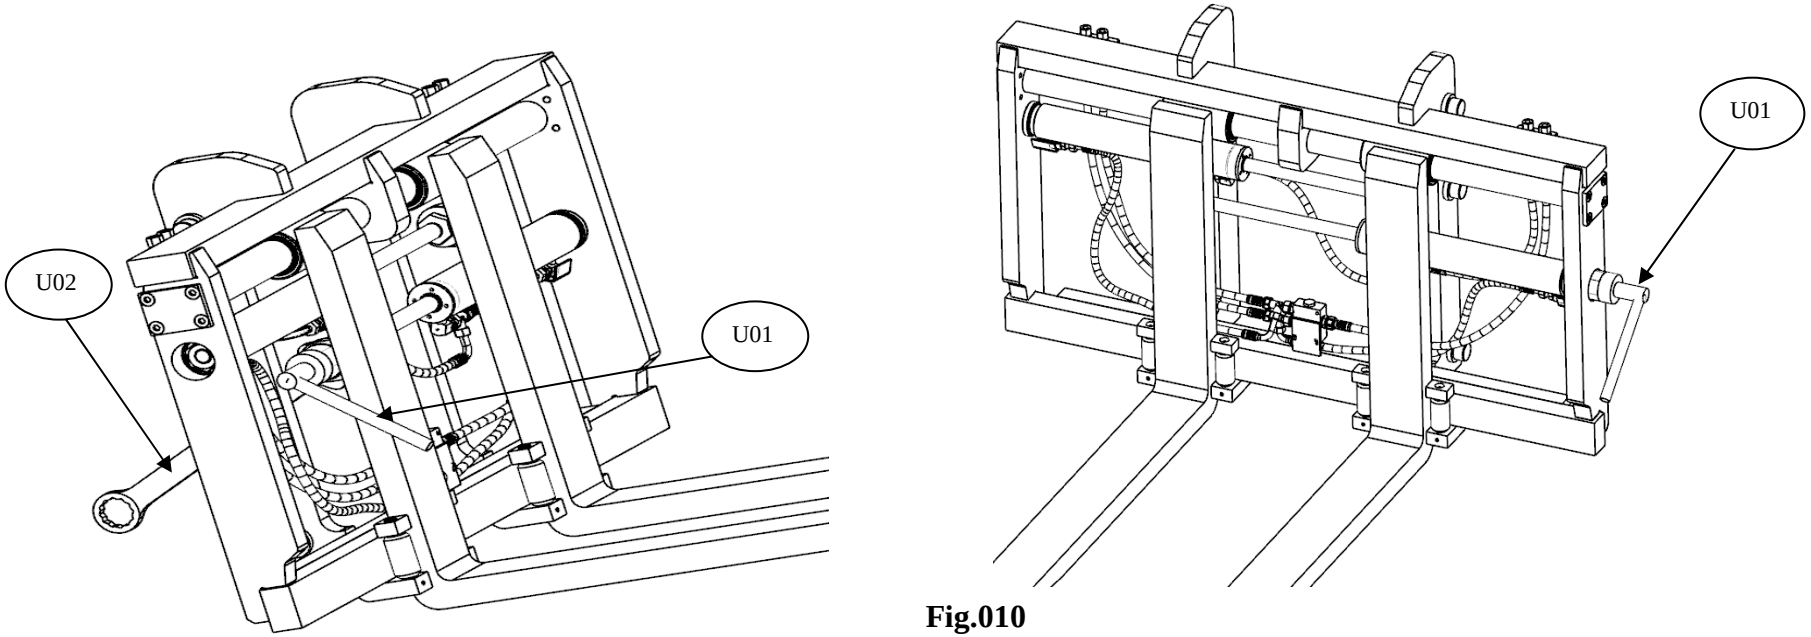

Fig.010
4.3.3 Disassembly of the fork shift left cylinder (Driver's view) (Fig.010)